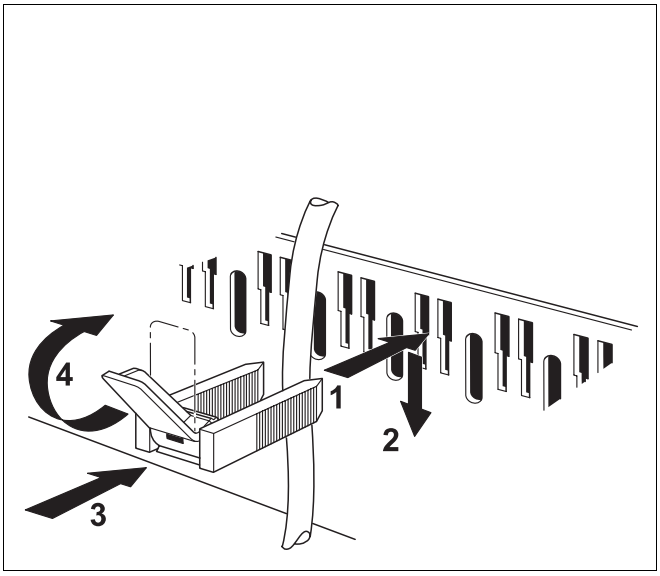

Rys. 69 Przymocowanie przewodów obejmą
- Przymocować wszystkie przewody obejmami (rys. 69):
– Włożyć obejmę z ułożonym przewodem od góry w wycięcie ramy (rys. 69); dźwigienka musi być skierowana do góry (rys. 69, krok **1**).
– Zsunąć obejmę kabla do dołu (rys. 69, krok **2**).
– Docisnąć obejmę (rys. 69, krok **3**).
– Przełożyć dźwigienkę do góry (rys. 69, krok **4**).